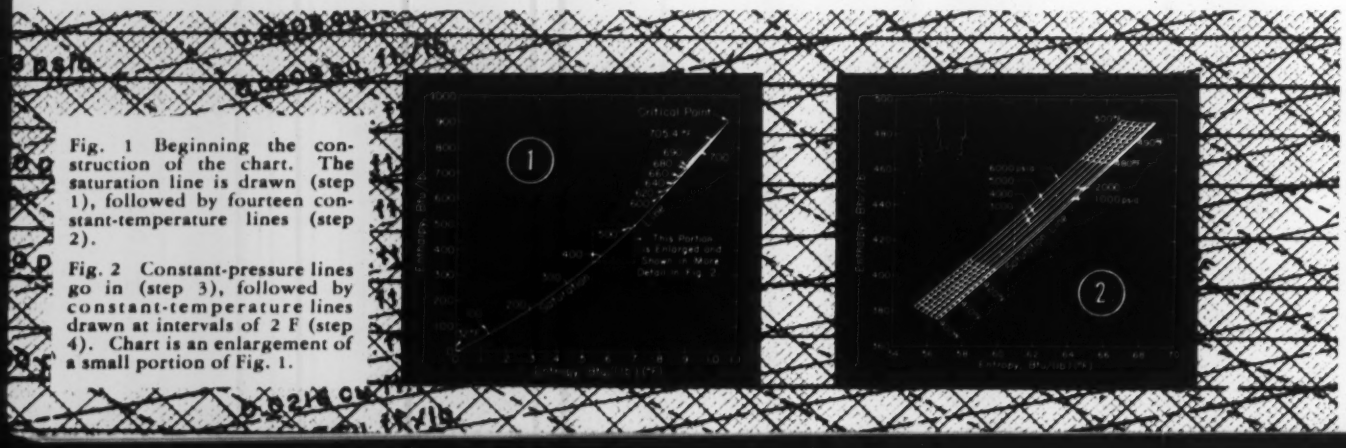

Fig. 1 Beginning the construction of the chart. The saturation line is drawn (step 1), followed by fourteen constant-temperature lines (step 2).
2 Fourteen constant temperature lines, from 32 F up to the critical temperature of 705.4 F, were then constructed, based on the data in reference (1). Many of these lines are 100 F apart. Pressures were identified along these lines. Construction steps 1 and 2 are illustrated in Fig. 1.
Fig. 2 Constant-pressure lines go in (step 3), followed by constant-temperature lines drawn at intervals of 2 F (step 4). Chart is an enlargement of a small portion of Fig. 1.